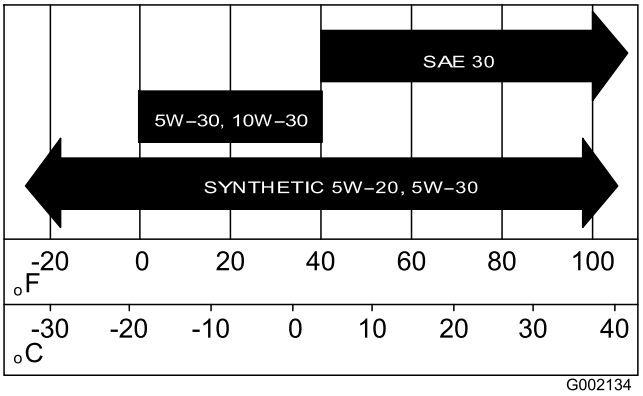

Figur 38
5. Fyld krumtaphuset med den angivne olie (Figur 38).